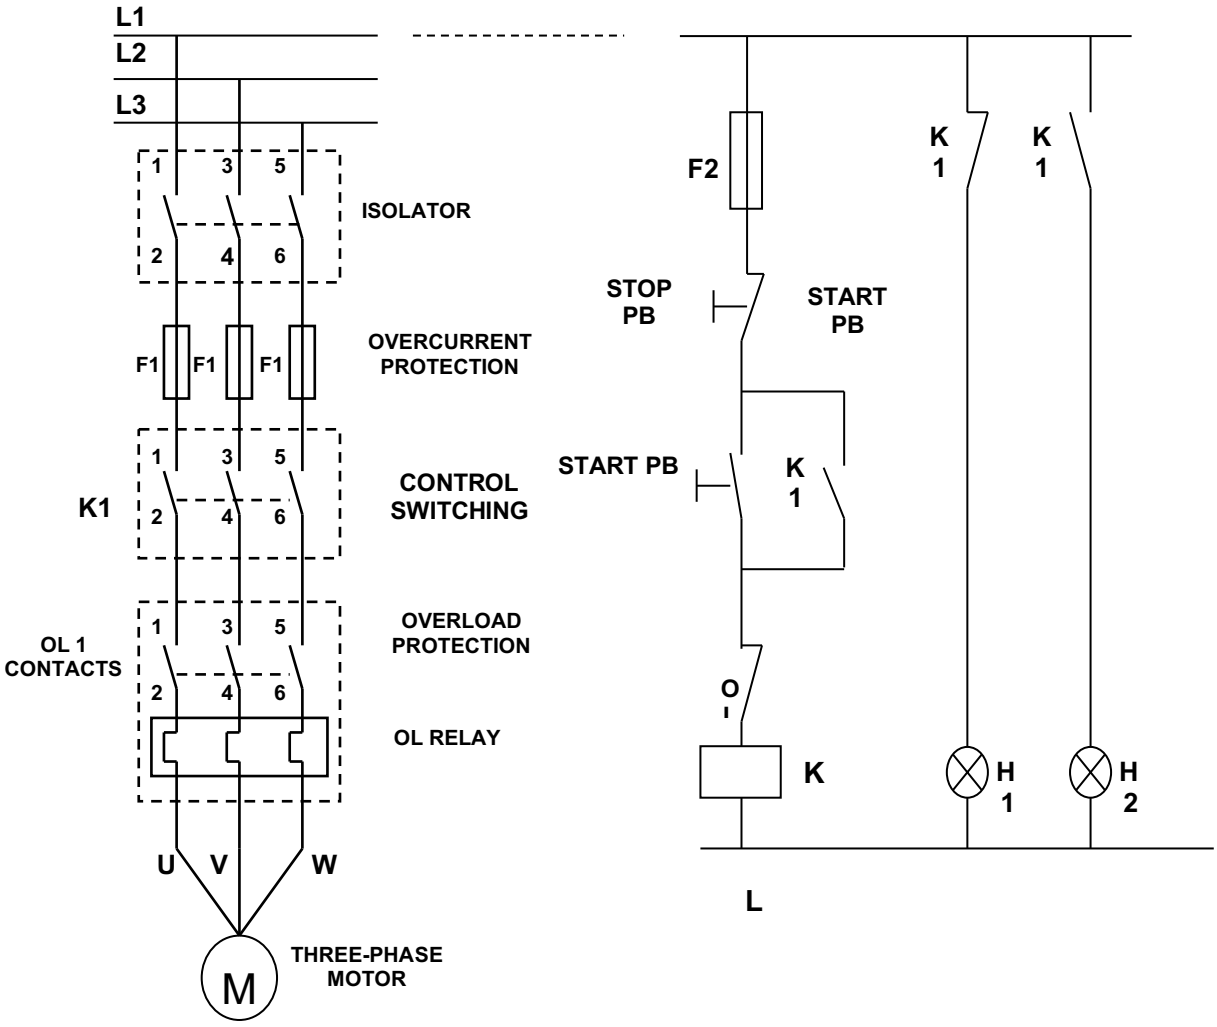

FIGURE 3
Convert the start/stop hardwired circuit shown in FIGURE 3 into a PLC control ladder format. (12)
4.3 List FOUR basic practices used to minimise electrical noise in solid state control. (4)